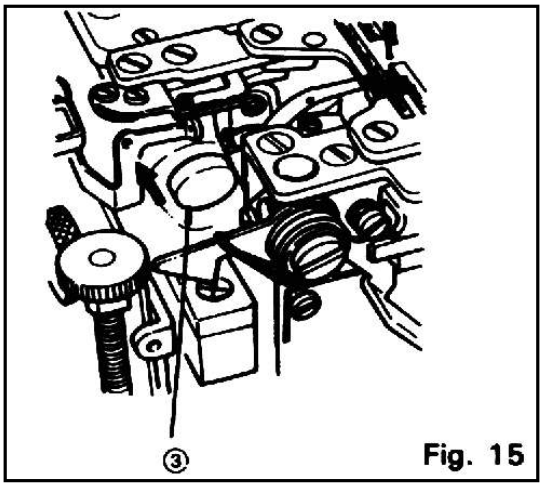

Fig. 15
- Слегка нажать кнопку **3** (см. рис. **Fig. 15**), вращать шкив машины, пока кнопка не войдет в паз кулачка установки длины стежка. При этом метка на защитном кожухе шкива указывает на установленную длину стежка (разметка на шкиве машины).